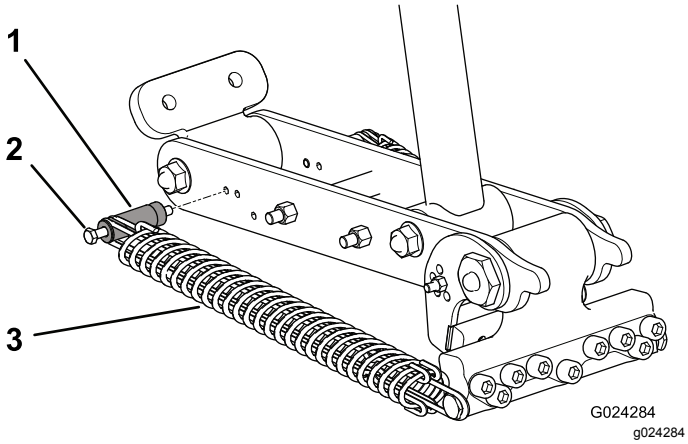
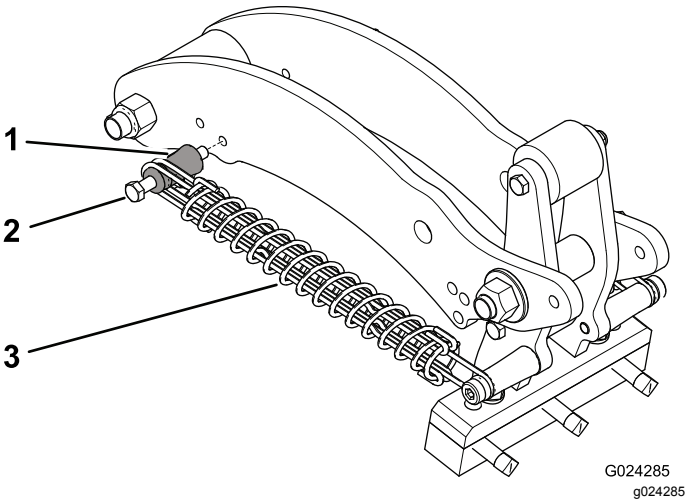

Figuur 42
Figuur 43
4. Verwijder de moer waarmee de bout van de veerbevestigingsstang vastgemaakt is aan de koppelingsarm (Figuur 42 of Figuur 43).
5. Verwijder de bout van de bevestigingsstang en de bevestigingsstang van de koppelingsarm, en steek ze in een andere opening (Figuur 42 of Figuur 43).